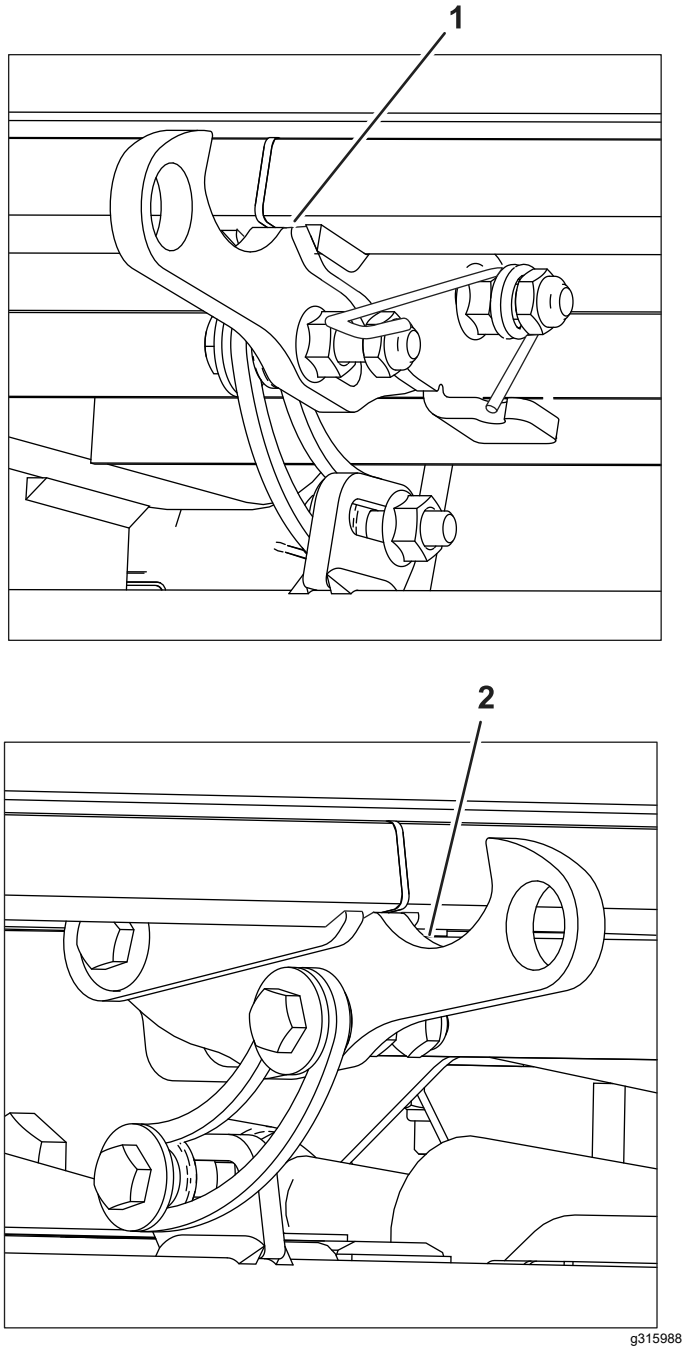

Bild 6
Hinweis: Stellen Sie sicher, dass die Sicherungsmutter nicht vollständig auf der Schraube installiert ist. Der Spalt zwischen der Flanschmutter und der Sicherungsmutter wird für die Feder verwendet (Bild 6).
5. Setzen Sie die Federenden ein, wie in Bild 6 dargestellt.